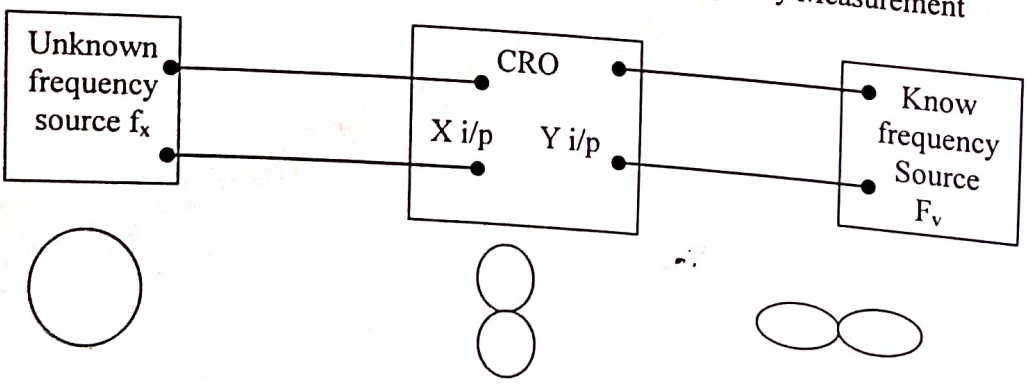

Fig. 2: Frequency Measurement by Lissajou's method
1) For measurement of unknown frequency of an A.C. signal make the connections as shown in Fig.2. Press XY push button. The resultant pattern produced on C.R.O. screen will be a Lissajous pattern. Adjust the frequency of signal generator to get a stable Lissajous pattern.